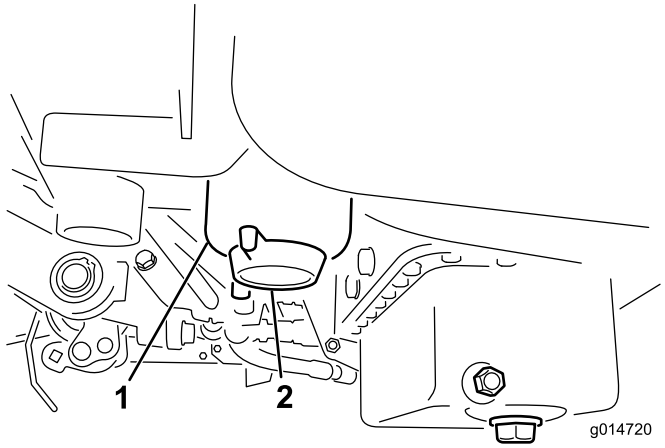

Figur 33
3. Åbn dræningsventilen på brændstoffilteret/vanduds-killeren ca. en omgang, og aftap eventuelt ansamlet vand (Figur 33). Spænd proppen efter aftapning.